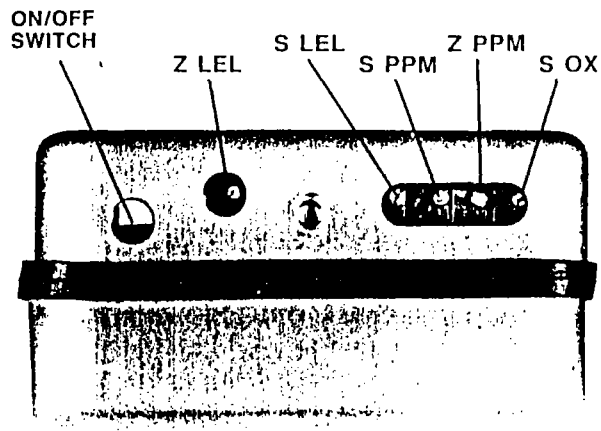

Figure 4.
Before calibrating the instrument, it is good practice to check all of the alarm settings to verify that they are set correctly. The calibration cover must first be released and turned ninety degrees to expose the five calibration adjustments along the bottom end of the instrument. The function of the five control adjustments are: (1) LEL zero offset **Z LEL**, (2) LEL span sensitivity **S LEL**, (3) H_2S span sensitivity **S PPM**, (4) H_2S zero offset **Z PPM** and (5) OX calibration **S OX**. (See figure 4).